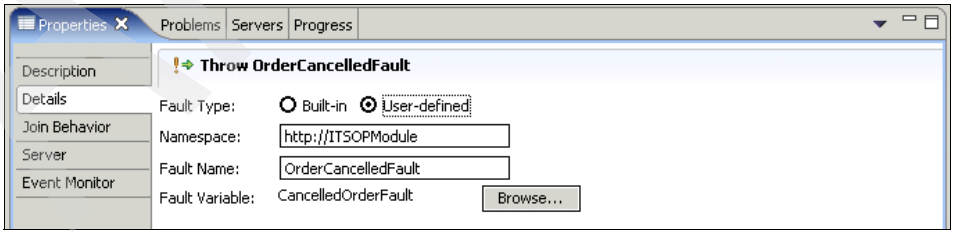

Figure 13-27 The Throw OrderCancelledFault Properties page: Details tab
e. Click the **Details** tab (Figure 13-27).